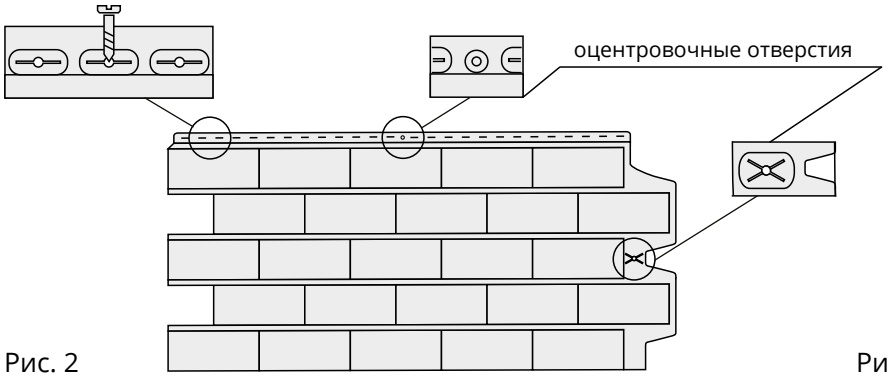

Рис. 2
3. Саморез необходимо вкручивать точно в середину специальных овальных отверстий. На панеле также присутствуют оцентровочные отверстия, в них фиксировать саморезы не надо (рис. 2).